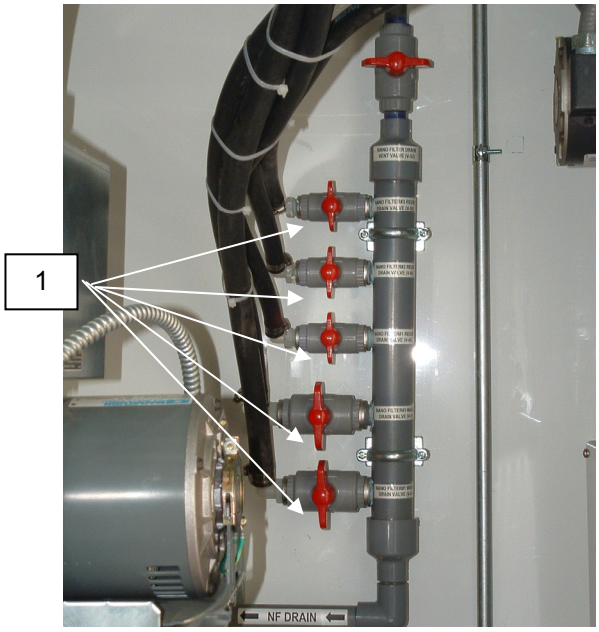

Figure 3. Close Drain Valves.
Nanofilters have gaskets fitted to one end. Refer to Figure 3 for gasket placement.
13. Close drain valves **(Figure 3, Item 1)** and monitor system operation.